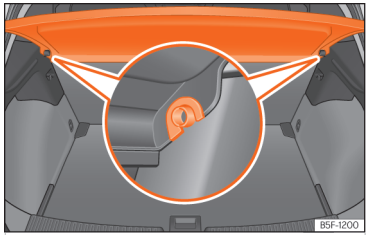

Abb. 179 Im Gepäckraum: Gepäckraumabdeckung aus- und einbauen.
- Ziehen Sie die Gepäckraumabdeckung nach oben aus den seitlichen Halterungen ››› **(Abb. 179)** heraus.
- Führen Sie die Gepäckraumabdeckung horizontal ein, so dass das „Hufeisen“ über der Aufnahmeachse ››› **(Abb. 179)** liegt, und drücken Sie die Abdeckung nach unten, bis sie einrastet.